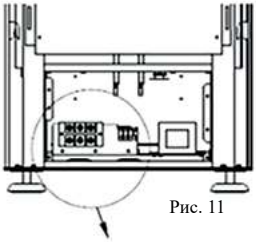

Рис. 11
1. Подключите кабель питания к печатной плате в соответствии со схемой подключения (Рис. 11).